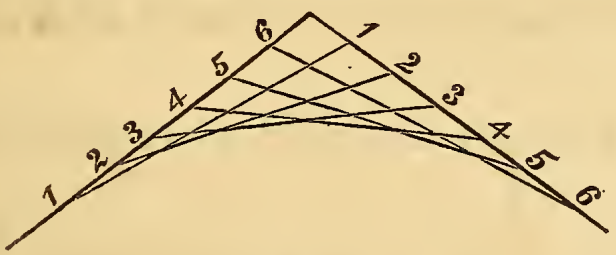

Fig. 24.
27. Fig. 24 shows the method of forming a curve by intersection of lines. If the points 1, 2, 3, &c., are equal on both sides. the curve will be part of a circle.
and proceed as in Fig. 24. The closer the points 1, 2, 3, &c., are together, the more accurate and clearly defined will be the curve, as at *d*.